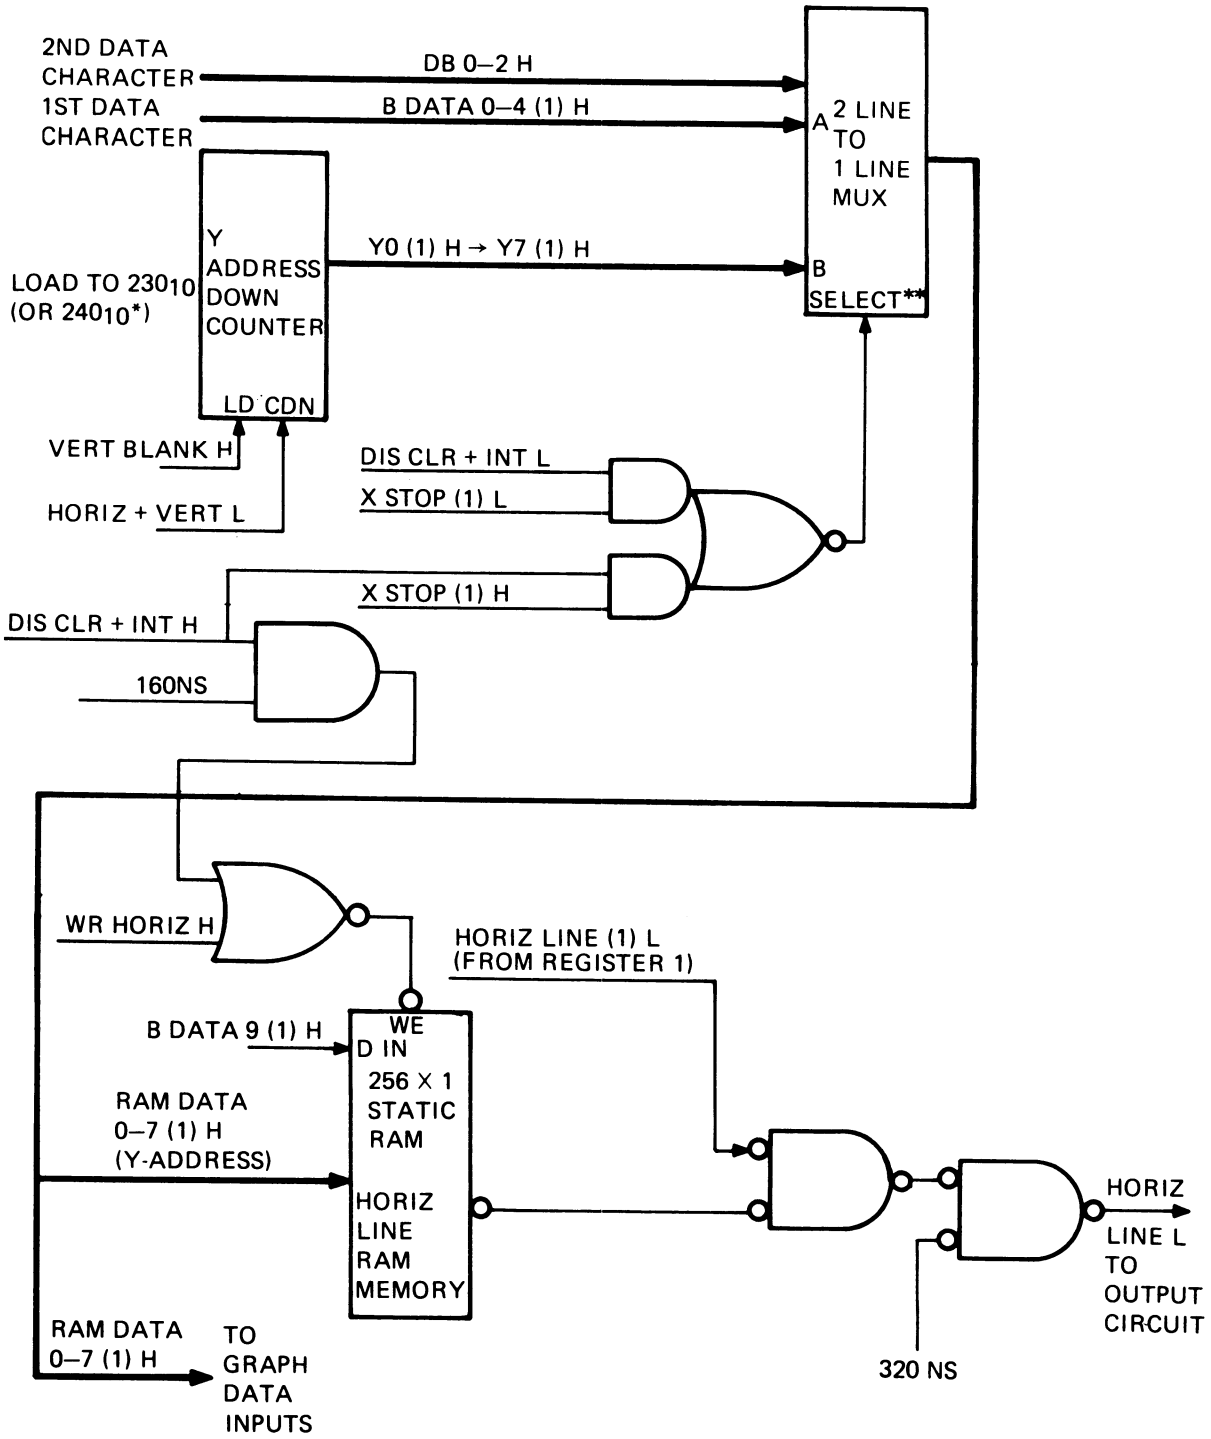

Figure 6-28 Horizontal Line Memory
6.4.1.14 Generating Horizontal Lines – A horizontal line is loaded with the character D. The two data characters following the D represent an 8-bit Y-position of a horizontal line. Data bit 4 in the second data character enables the signal DIS CLR + INIT H that allows the A inputs to the two-line to one-line multiplexer (shown in Figure 6-28) to be gated out. The data, or address of the line, is then presented to the 256 × 1 static RAM memory. Data bit 4 [B DATA 9 (1) H] is also the data to be written into memory. If it is a one, a horizontal line is stored; if zero, a line is erased at that address.